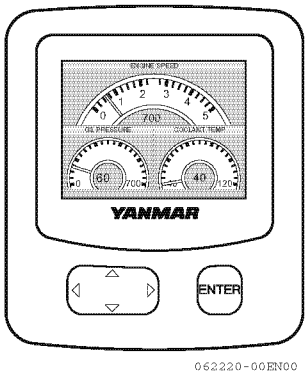

Figur 4
- Når motoren starter, vil VC10-displayet vise skjermen med motortilstander (**Figur 4**).